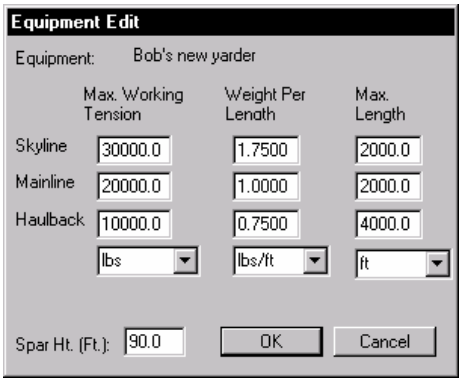

Figure 14.17 Equipment Edit dialog box
3. Type the name **Bob's New Yarder** in the bottom edit box then click the *Add* button this activates the *Equipment Edit dialog box* shown in Figure 14.17.